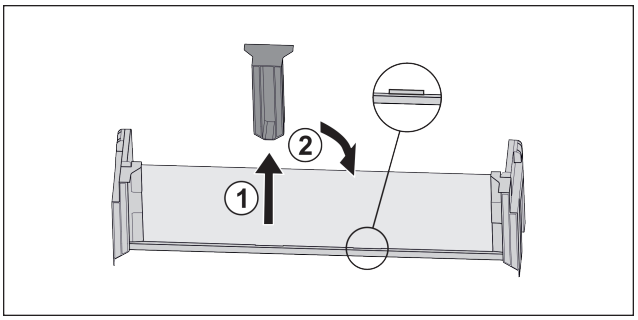

Fig. 17
▶ Снимите среднюю поддерживающую деталь *Fig. 17 (1)*.
▶ Вставьте среднюю поддерживающую деталь во вторую позицию *Fig. 17 (2)*.